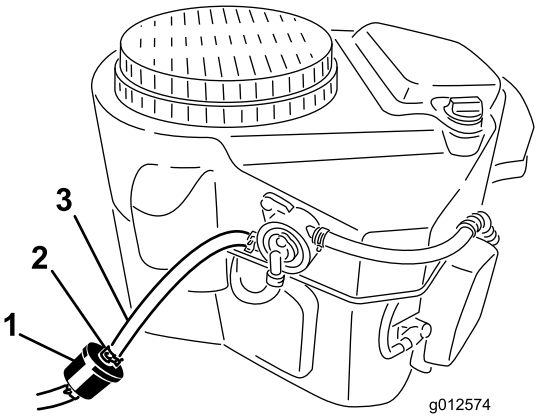

**Figuur 51**
2. Reinig het gebied rond de dop van de brandstoftank om te voorkomen dat de brandstoftank verontreinigd raakt (Figuur 51).
4. Druk de uiteinden van de slangklemmen naar elkaar toe en schuif ze weg van het filter (Figuur 51).